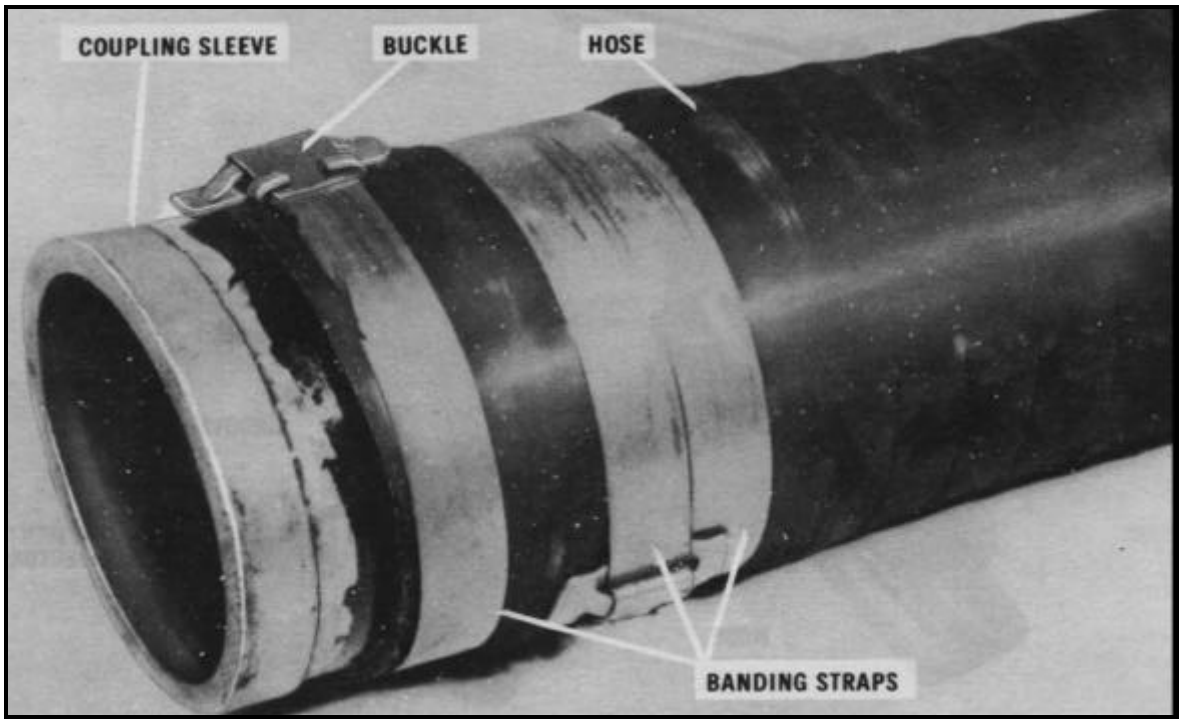

Figure 27-14. Completed coupling repair
•Bond the sleeve to the hose with three banding straps as shown in Figure 27-14, page 27-11.